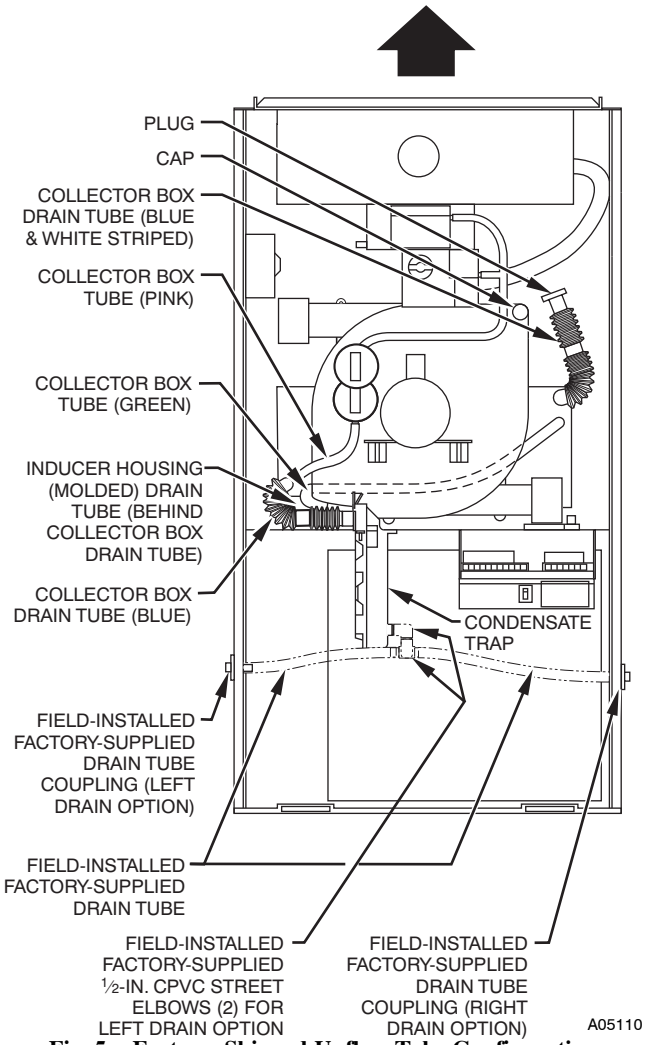

Fig. 5 - Factory-Shipped Upflow Tube Configuration (Shown with Blower Access Panel Removed)
5. If condensate trap is located in left- or right-hand side of furnace casing, proceed to item 6. Otherwise remove trap and tubing as described below (See Fig. 5.):
b. Connect condensate trap drain tubes. See Fig. 5 or tubing diagram on main furnace door for proper tube location.